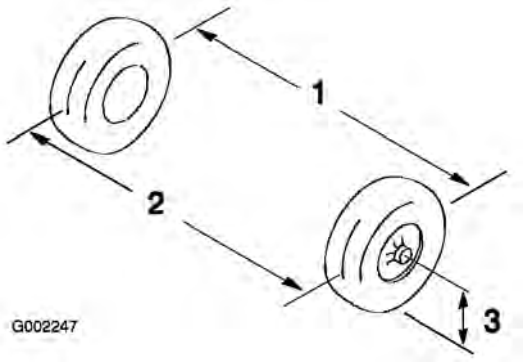

Figur 50
2. Mät avståndet mellan de båda framhjulen vid axelhöjd, både framtill och baktill på hjulen (Figur 50).